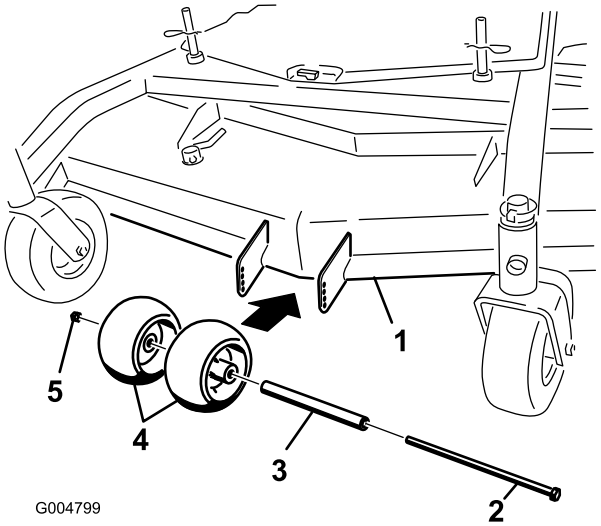
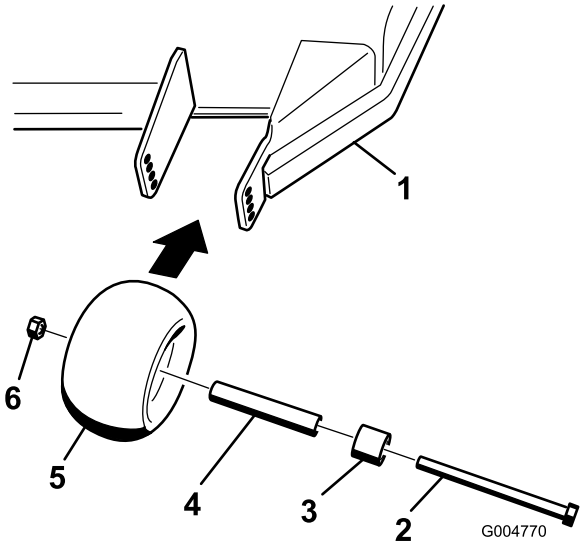
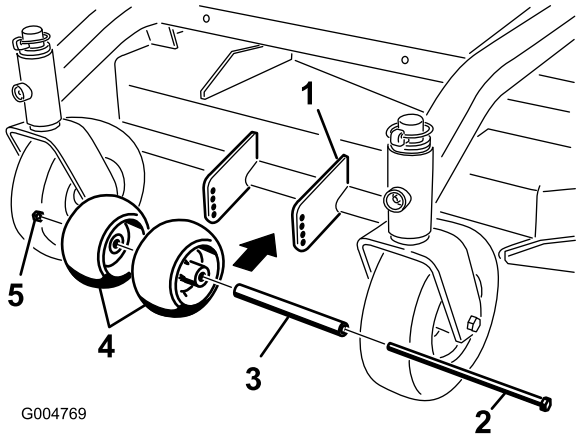

**Figure 15**
**Figure 16**
**Figure 17**
1. Après avoir réglé la hauteur de coupe, vérifiez que les galets anti-scalp procurent une garde au sol minimale de 10 mm (3/8") (Figure 15, Figure 16, Figure 17).
2. Si un réglage est nécessaire, retirez le boulon, les rondelles et l'écrou (Figure 15, Figure 16, Figure 17).
3. Choisissez le trou requis pour que les galets anti-scalp soient à 10 mm (3/8") ou plus du sol (Figure 15, Figure 16, Figure 17).
4. Remettez le boulon et l'écrou (Figure 15, Figure 16, Figure 17).